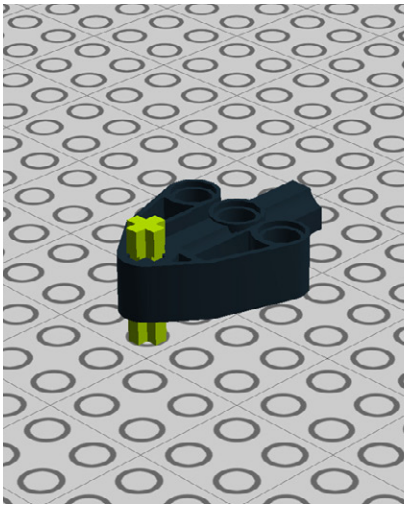

Figure 1-6. *Step 2: Continuing with the bumper*
2. Slide one of those red 2M cross axles through the block. Figure 1-6 shows where it goes.